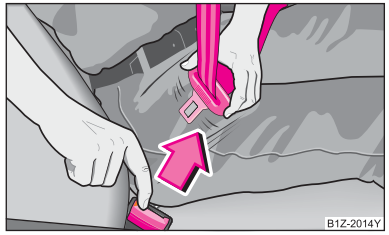

图 108 将锁舌从安全带锁扣中松开
– 按下安全带锁扣上的红色按钮 ⇒ 图 108，锁舌会在弹簧力作用下弹出。